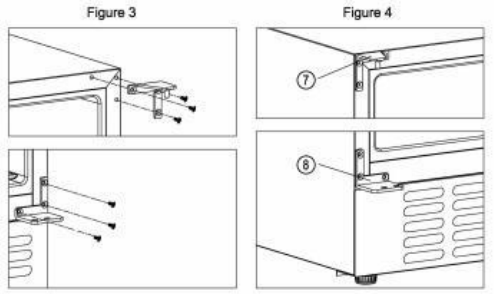

Afbeelding 3–4
4. (Afbeelding 3) Draai het rechter bovenscharnier (4) en het rechter onderscharnier (2) los van de kast (6) en bewaar ze in het plastic zakje voor het geval u de deur later weer linksdraaiend wilt maken.